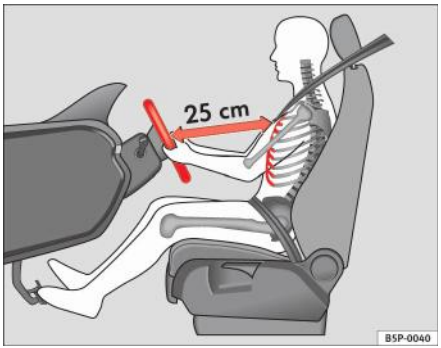

Fig. 114 Poziția de şedere corectă pentru şofer
– Reglați volanul până la obținerea poziției corecte ⇒ fig. 114.
- **Reglați scaunul șoferului sau volanul astfel încât să existe o distanță de minim 25 cm între volan și torace ⇒ pagina 158, fig. 114. Dacă distanța minimă nu este respectată, airbagul nu va asigura protecția necesară. Pericol de accidentare fatală.**